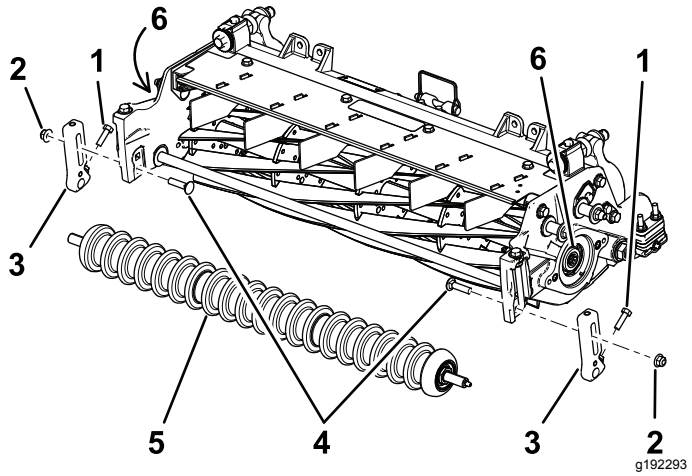

Bild 3
2. Nehmen Sie die Schlossschrauben und Sicherungsmuttern ab, mit denen die Schnitthöhenhalterungen (HOC) an den Seitenplatten der Schneideinheit befestigt sind (Bild 3).
3. Lösen Sie die Schrauben, mit denen die Schnitthöhenhalterungen an der Frontrollenwelle befestigt sind (Bild 3).
4. Nehmen Sie die vorhandenen Schnitthöhenhalterungen und die Frontrolle von den Seitenplatten der Schneideinheit ab (Bild 3).
6. Entfernen Sie mit dem Werkzeug für die Spindelantriebswelle (Bestellnummer TOR4074 für die 17,8-cm-Spindel) den vorhandenen Keileinsatz von beiden Enden der Spindelwelle. Siehe Bild 3.